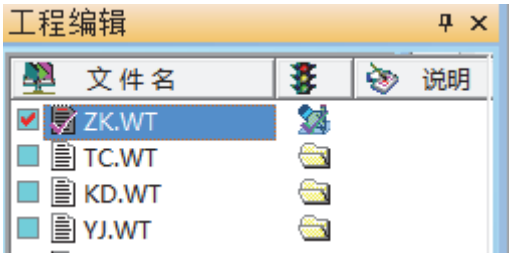

图 4-1
1. 在 DGSS 主界面左侧的“工程编辑”栏里，鼠标点击“ZK.WT”文件名最左侧的方框，使当前编辑点图层为“ZK.WT”（见图 4-1）；